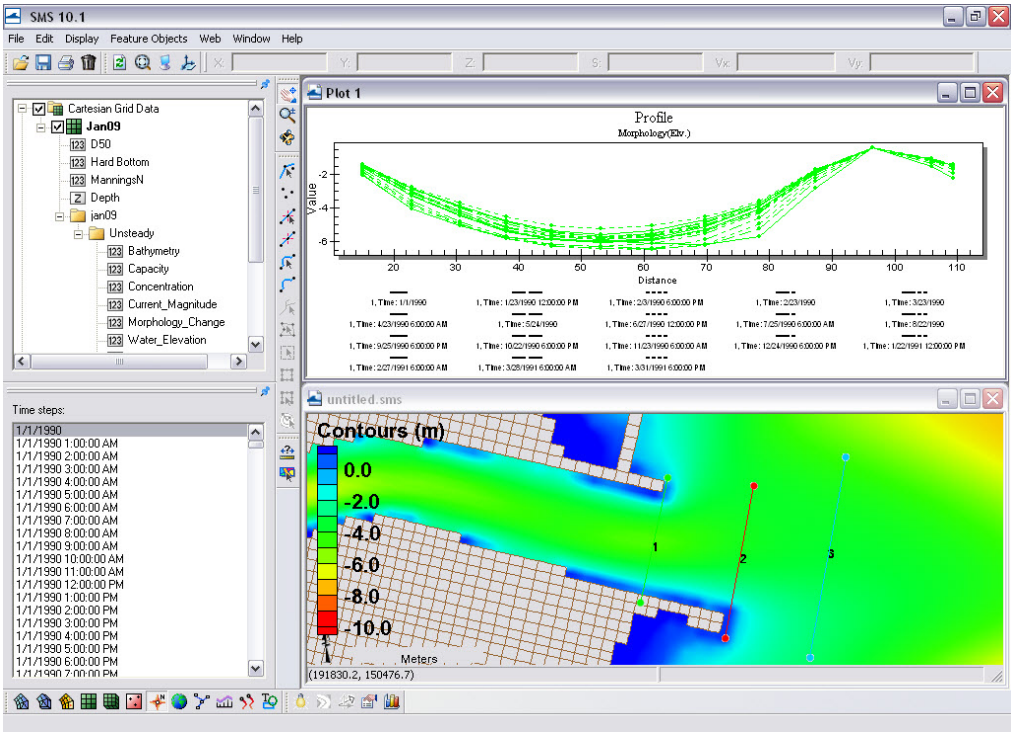

Figure 43. Plotted cross-section.
3. Rt-click on the plot (Figure 43) and select *view values*.., and a table will appear with all the plotted distance and elevations given in the graph, (Note this ascii table can be copied and pasted into excel),